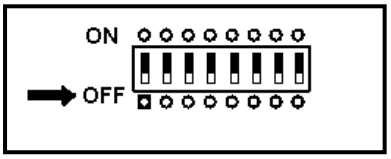

Figura 1.17. Posición inicial (OFF) de los DIP Switches.
- Colocar los DIP Switches hacia la posición de OFF, tal y como se indica en la **figura 1.17**. Esto garantizará la realización de prueba de pulsantes, conectados a los pines RB0 … RB3.